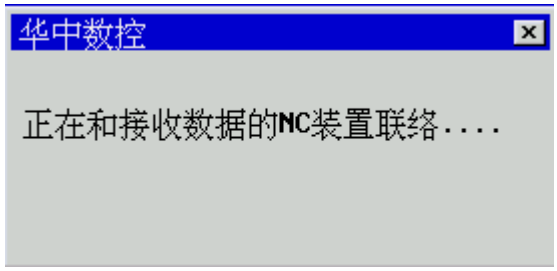

图 7.8.3 提示正在和接收数据的 NC 装置联络
(6) 选择要发送的 G 代码文件；
(7) 按 **Enter** 键，弹出如图 7.8.3 所示对话框，提示“正在和接收数据的 NC 装置联络”；
(8) 联络成功后，开始传输文件，上位计算机上有进度条显示
(7) 选择要发送的 G 代码文件；
(8) 按 **Enter** 键，弹出如图 7.8.3 所示对话框，提示“正在和接收数据的 NC 装置联络”；
(9) 联络成功后，开始传输文件，上位计算机上有进度条显示传输文件的进度，并提示“请稍等，正在通过串口发送文件，要退出请按 Alt-E 退出”，HNC-21M 的命令行提示“正在接收串口文件”；
(10) 传输完毕，上位计算机上弹出对话框提示文件发送完毕，HNC-21M 的命令行提示“接收串口文件完毕”。